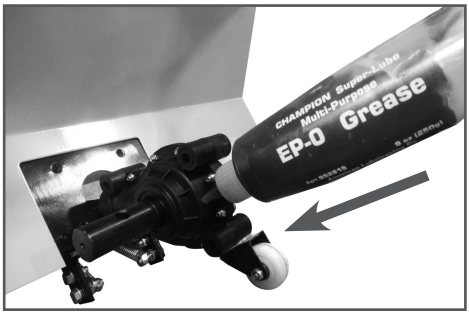

Рис. 17 Заправка смазки редуктора
5. Добавить смазку в редуктор через одно отверстие тюбиком (Рис. 17) или специальным шприцем (в комплект поставки не входят) каждые 100 часов работы. Добавлять смазку до тех пор, пока она не появится из второго отверстия.